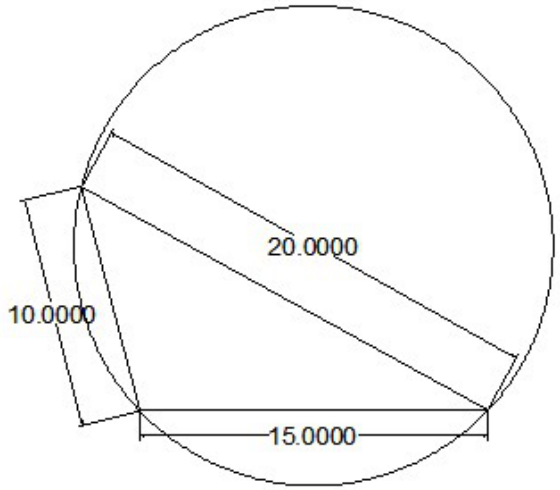

Fig. 4.6. Desenarea unui triunghi oarecare şi a cercului în care acesta este înscris
***Exerciţiul 5**: Desenaţi în AutoCAD un triunghi oarecare având lungimile laturilor de 10, 15, respectiv 20, precum şi cercul în care acesta este înscris (Fig. 4.6).*
Fig. 4.7. Etapele de desenarea a triughiului oarecare din Fig. 4.6: a. Desenarea bazei de 15, precum şi a două cercuri centrate pe marginile acesteia, cu razele de 10, respectiv 20; b. Desenarea triunghiului oarecare căutat.